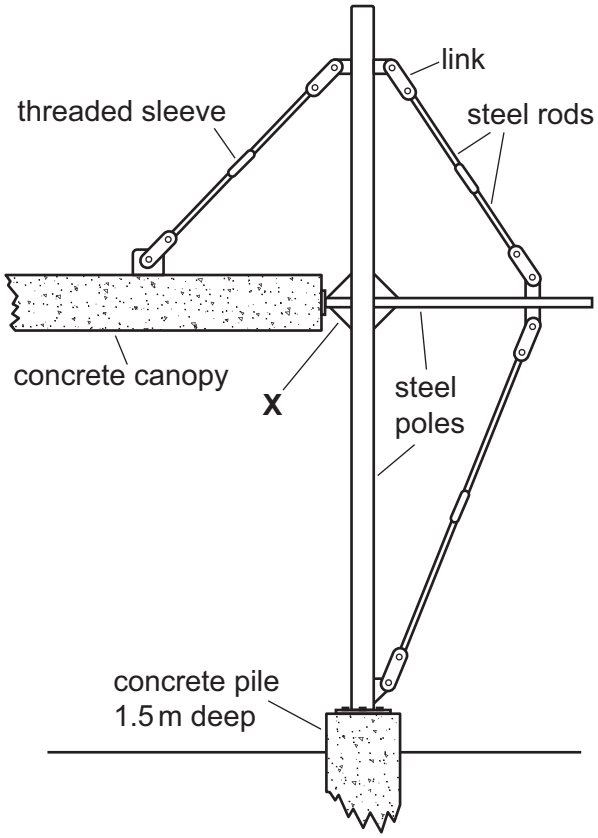

**Fig. 10.1**
**10** Fig. 10.1 shows a concrete canopy over the front of a warehouse building.
**(iii)** Part **X** in Fig. 10.1 is one of four features at the point where the steel poles are joined. Name part **X** and explain the part that it plays in supporting the concrete canopy.